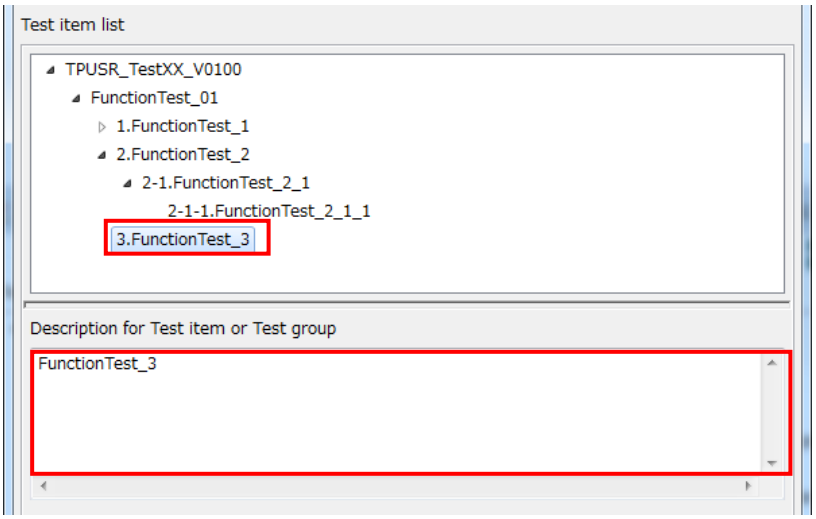

Figure 4-49 Editing the Test Group Name
3. After the steps described on the previous page, the added function test is displayed in the [Test item list] section. As shown in Figure 4-49, select The added test and edit the name of the group in the [Description for Test item or Test group] text box.